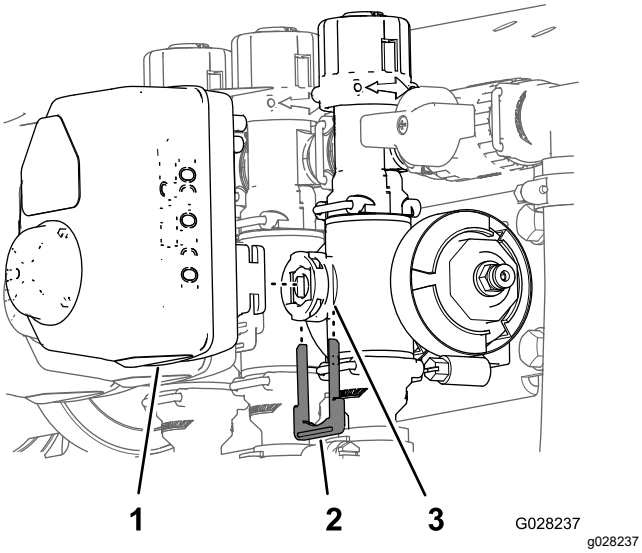

Figuur 66
3. Bewaar de borgclip waarmee de actuator is verbonden met de verdelerklep voor de klep voor de dosisregeling, menging, hoofdklep of spuitboomklep (Figuur 66).